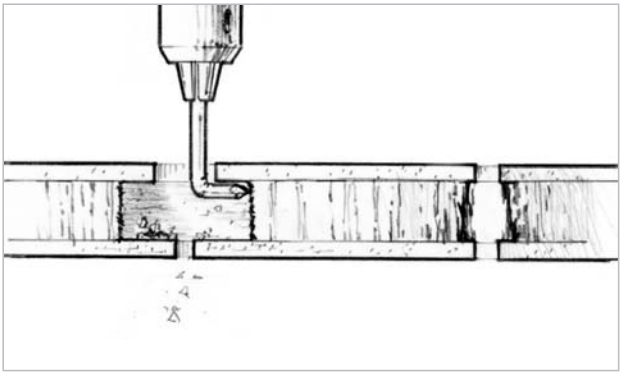

Figure 7-2 *Remove about ½" (12mm) of core material around the hole with a bent nail or an Allen wrench chucked into a drill motor.*
2. Clean out the fastener holes and remove a portion of the core around the hole. Re-drill holes with an oversized bit or enlarge holes with a round file to increase bonding area. Drill through the outer skin and core only. Remove about ½" (12mm) of core material around the hole with a bent nail or an Allen wrench chucked into a drill motor *(Figure 7-2)*. The spinning nail or Allen wrench will pulverize the core material without damaging the skins, provided you are careful.